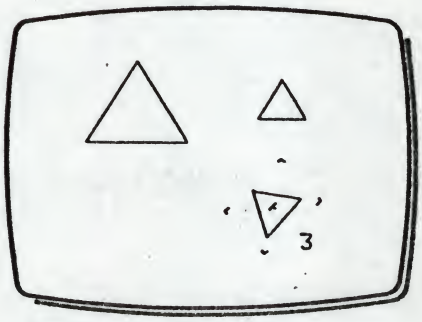

Fig 3
3 Rotate Z to alter the size, and move XY to position the cursor frame at (3) in Fig 3.